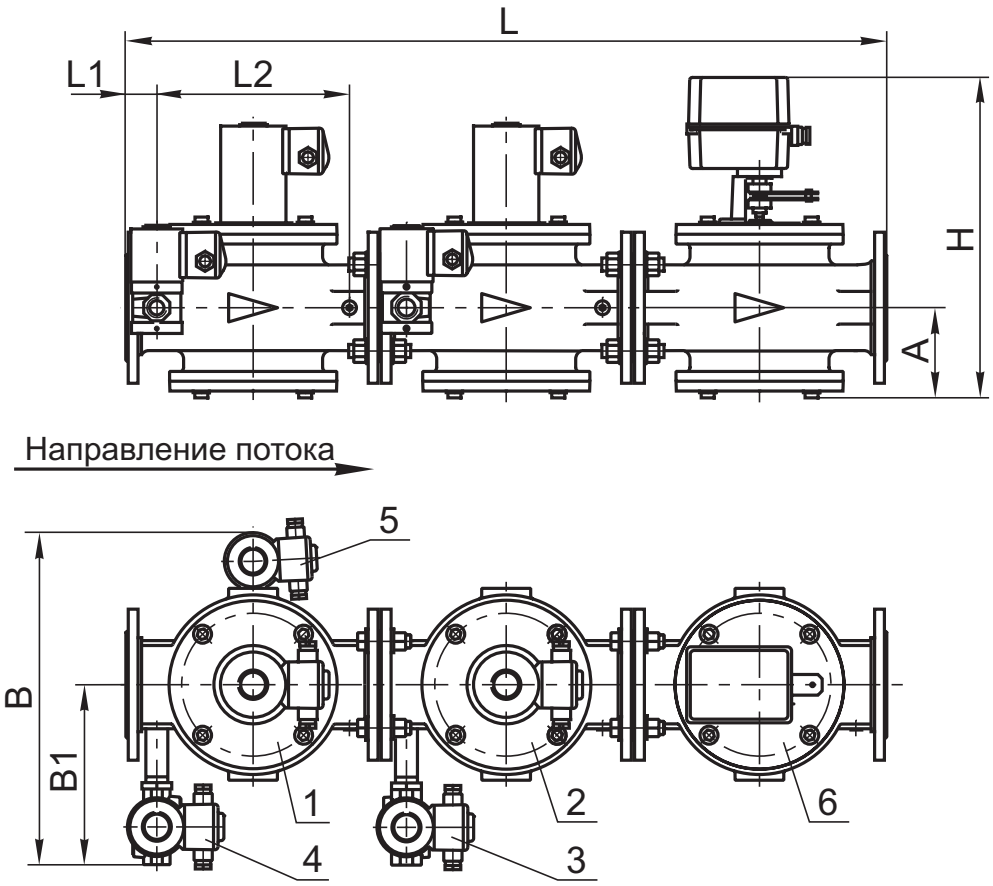
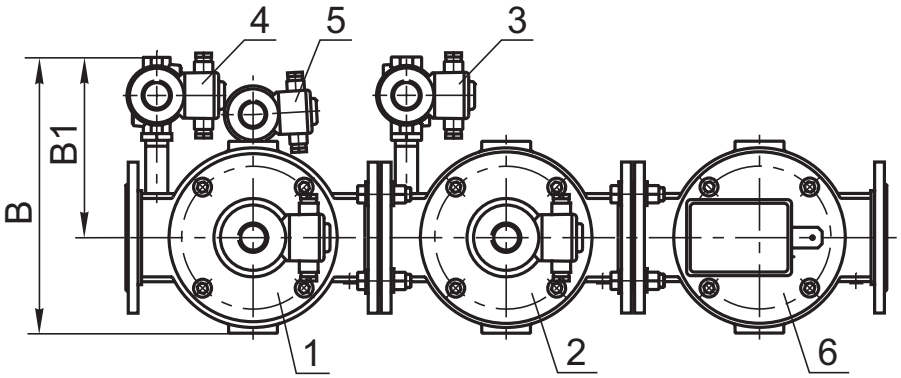

Рис. 21-43
Рис. 21-44
Блок (рис. 21-43, 21-44) состоит из следующих основных узлов и деталей:
Клапаны свечи безопасности и запальной горелки могут располагаться справа по ходу газа (рис. 21-43) или слева (рис. 21-44).
* Габаритный размер «В» (ширина) приведен для правого исполнения блоков (рис. 21-43). Для левого исполнения блоков (рис. 21-44) данный размер необходимо уменьшить на 75 мм.